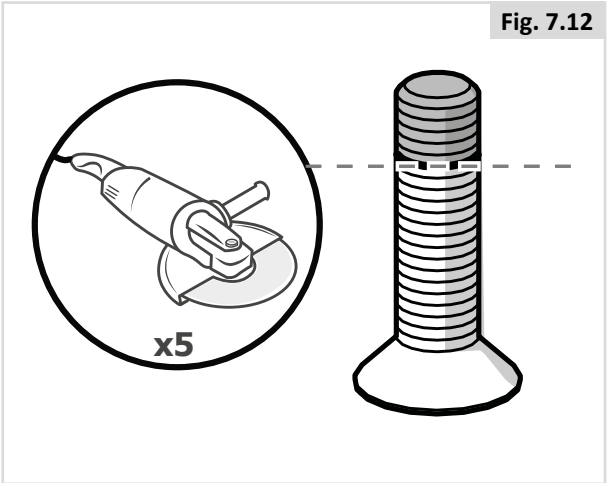

Fig. 7.12
7. Schneiden Sie die Schraube an der markierten Stelle ab (Fig. 7.12).